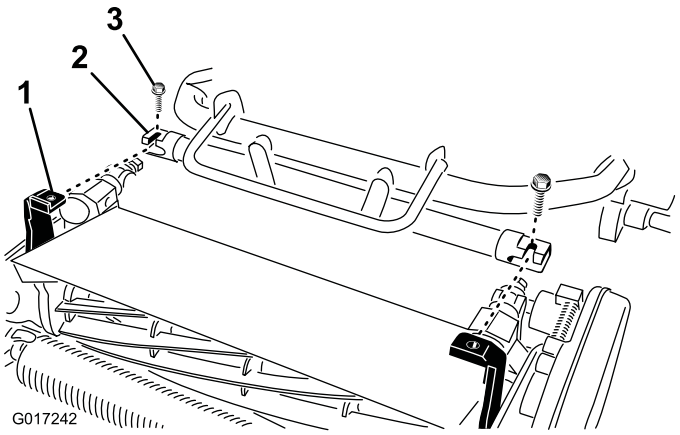

Figur 5
4. Manøvrer traktionsenhedens ramme (Figur 5) frem, indtil den indkobles i klippeenhedens drejearme.
5. Fastgør traktionsenhedens ramme til klippeenhedens drejearme med to bolte (3/8 x 3/4 tomme) som vist i (Figur 5).